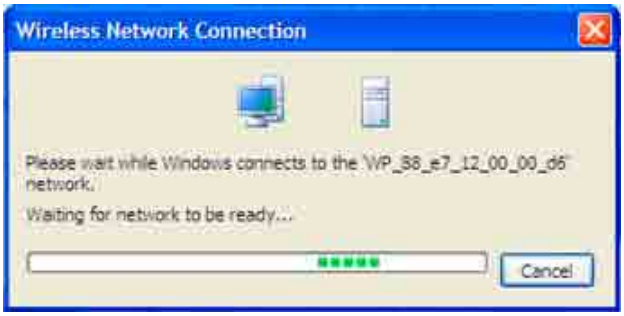

Figure 13 - Acquiring Network
4. The (laptop, tablet, or smartphone) will then connect to the Smart Appliance. **NOTE:** A popup screen may momentarily indicate that it is attempting to acquire the network address (see Figure 13).